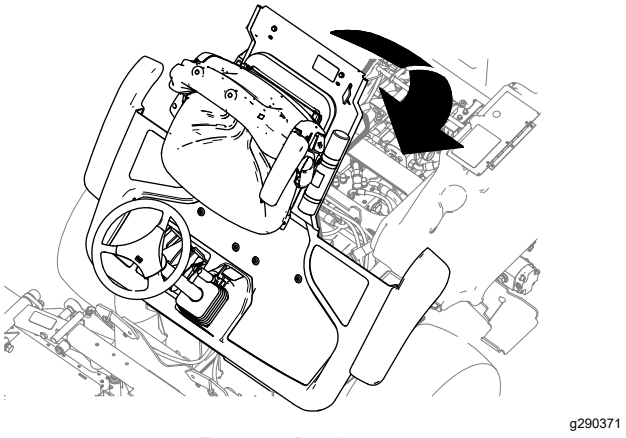

Rysunek 50
1. Ostrożnie opuść platformę (Rysunek 50).